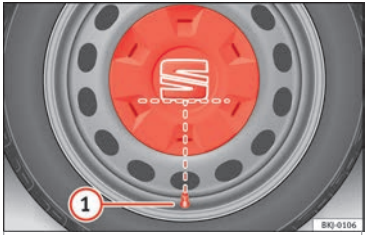

Fig. 78 Colocación correcta del embellecedor central de rueda para llantas de acero.
"S" del emblema de SEAT debe coincidir con la válvula de inflado ››› fig. 78 ①.